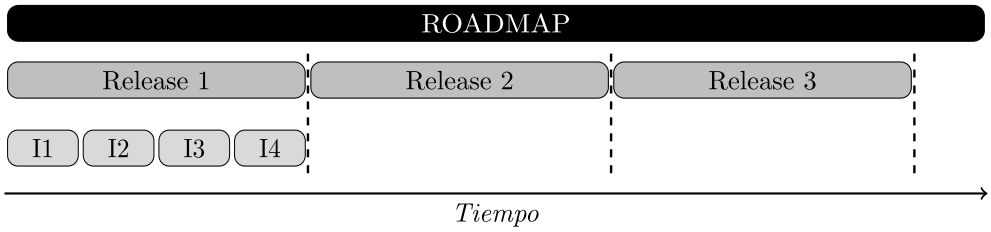

Figura 7.7: Roadmap
- **Alcance:** Planificación de alto nivel para los próximos 6-12 meses (Figura 7.7).